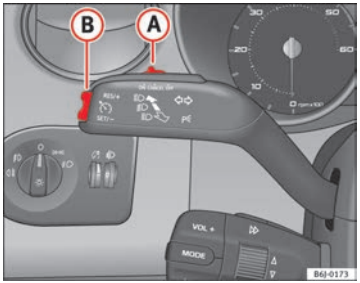

Fig. 112 Turn signal and main beam headlight lever: switch and rocker switch for the cruise control
– Move the control ⇒ Fig. 112 (A) to the left to **ON**.